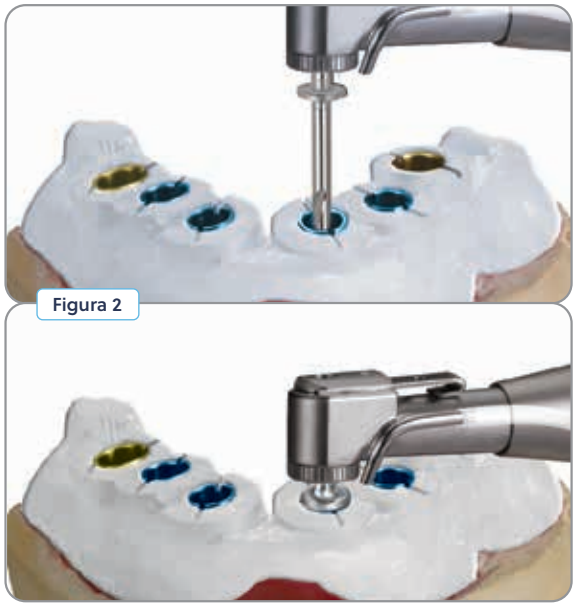

Figura 2
- Antes de la rotación, todo el instrumental debe avanzarse lo máximo posible en el interior de la osteotomía a través del tubo o los tubos maestros o de los tutores de posicionamiento de fresas. Esto limitará la posibilidad de causar daños a los instrumentos o a los tubos [Figura 2].